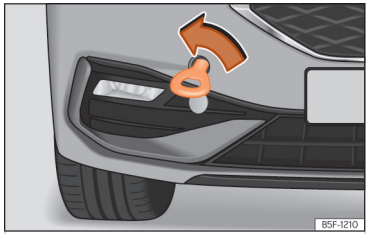

Abb. 220 Vorderer Stoßfänger rechts: Eingeschraubte Abschleppöse
- Drehen Sie die Abschleppöse **entgegen dem Uhrzeigersinn** so fest wie möglich in die Aufnahme ››› (Abb. 220) , ››› ⓘ. Verwenden Sie ein geeignetes Hilfsmittel, um die Abschleppöse festzuziehen.